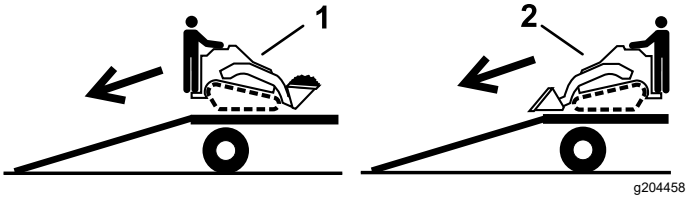

**Rysunek 30**
2. Wyładunek maszyny wykonuj tak, aby cięższa jej strona była po wyższej stronie pochylni, ładunek przewoź nisko (Rysunek 30).